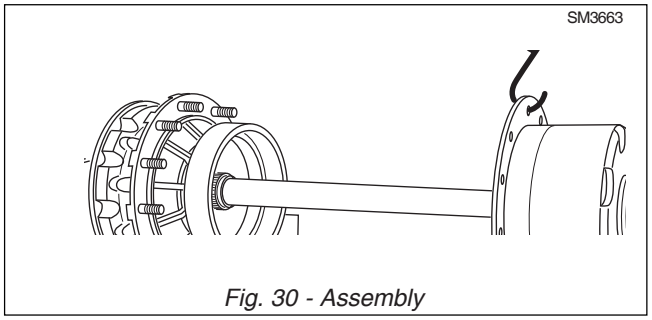

Fig. 30 - Assembly
33. Using suitable lifting tackle mount the complete planetary unit into the wheel hub assembly. Refer to Fig. 30.